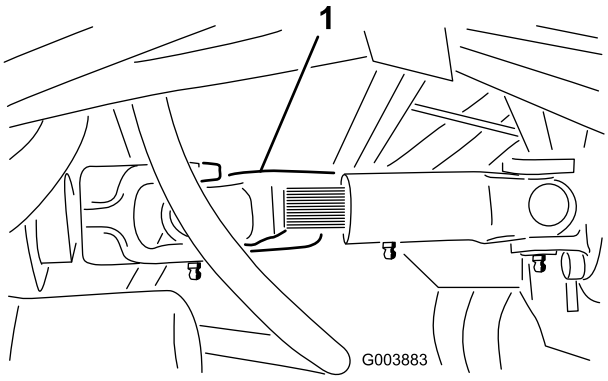

Figur 35
2. Løsn boltene, der holder drivakslen fast på transmissionen (Figur 35).
6. Når trækning er overstået, skal drivakslen installeres som vist i Figur 35. Notakslerne